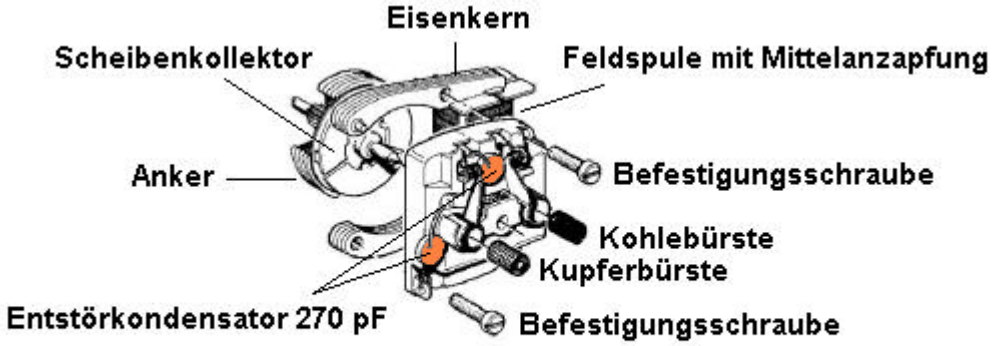

Bild M3a Mechanischer Aufbau eines großen Scheibenkollektormotors (LFCM) mit Feldspule (Allstrommotor)
Der Motor selbst hat nur drei Anschlüsse (Lötstellen): Masse, Hauptlötstelle und den Anschluss für die Mittelanzapfung der Feldspule. Achtung: Die Mittelanzapfung besteht aus zwei Drähten, die immer beide anzulöten sind. Vom Skischleifer gelangt der Strom des Gleis-Mittelleiters über die UKW-Drossel auf die Hauptlötstelle und weiter auf die Kupferbürste (1) des Kollektors. Von dort fließt der Strom über eine der Rotorspulen sowie die Kohlebürste (2) zur Mittelanzapfung der Feldspule und von einem Ende der Feldspule über den Kontakt fu1 gegen Masse ab. Bild M3a zeigt den mechanischen Aufbau eines LFCM.